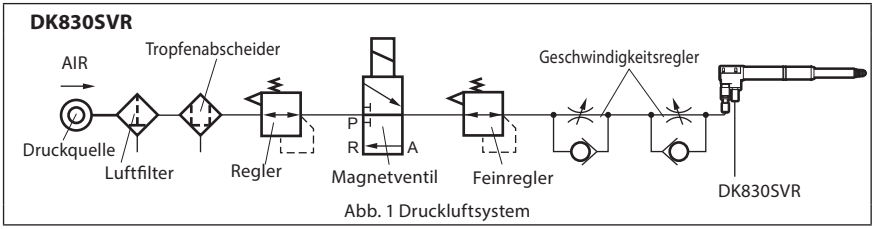

Abb. 1 Druckluftsystem
- Um den Fühler durch die Lufteinlassöffnung zu betätigen, verwenden Sie einen Druckluftkreis mit der in Abb. 1 gezeigten Konfiguration, um Luftantrieb zu ermöglichen. Der geeignete Luftdruck beträgt ca. 0,1 ±0,01 MPa, doch ist eine Justierung des Druckreglers in Abhängigkeit von der Härte des zu messenden Objekts, der Position im Hub des Messgerätes zum Zeitpunkt der Messung und von anderen Faktoren erforderlich. Verwenden Sie einen Feinregler (z.B. IR2010 von SMC oder Entsprechung) zur Regulierung des Luftdrucks.
- Falls die Spindelausrückgeschwindigkeit zu hoch ist, kann bei Berührung des Werkstücks ein Fehler auf dem Display angezeigt werden. Ein übermäßig starker Stoß kann dazu führen, dass sich der Käfig im Inneren des Lagers löst, wodurch der Messbereich reduziert werden kann. Verwenden Sie in diesem Fall einen Durchflussmengenregler, wie in Abb. 1 gezeigt, um die Spindelgeschwindigkeit einzustellen.